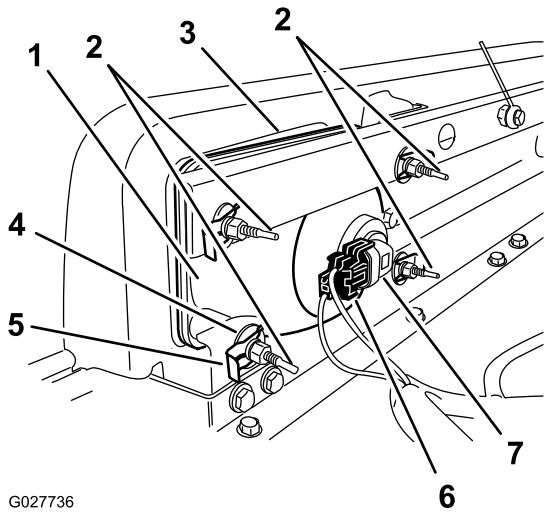

Figur 59
3. Koppla loss kablagets elektriska anslutning från lampenhetens kontakt (Figur 59).
4. Ta bort snabbklämmorna och brickorna som fäster strålkastaren vid strålkastarfästet (Figur 59).
5. Demontera strålkastarenheten genom att flytta den framåt genom öppningen i den främre stötdämparen (Figur 59).
6. För in den nya strålkastaren genom öppningen i stötdämparen (Figur 59).
8. Anslut kablagets elektriska anslutning till lampenhetens kontakt (Figur 59).
2. Gå till baksidan av strålkastarenheten och vrid på justerskruvarna (Figur 59) för att svänga på enheten och rikta in ljuskäglan.